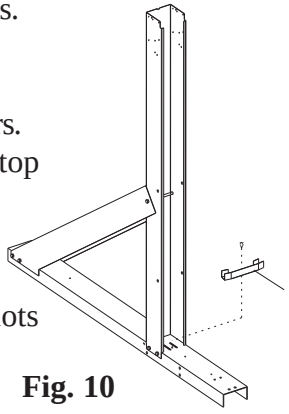

Fig. 10
D) Now you can install the straight side bottom rail connectors. Use one per strap end channel. Place the connector on top of the strap end channel so that the open part of the connector sits inside the straight side upright. The hole in the See Fig. 10 for visual instructions straight side connector will line up with the hole between the two slots on the strap end channel. Secure the piece using a #12 x ¾" screw. See Fig.10 for visual instructions.